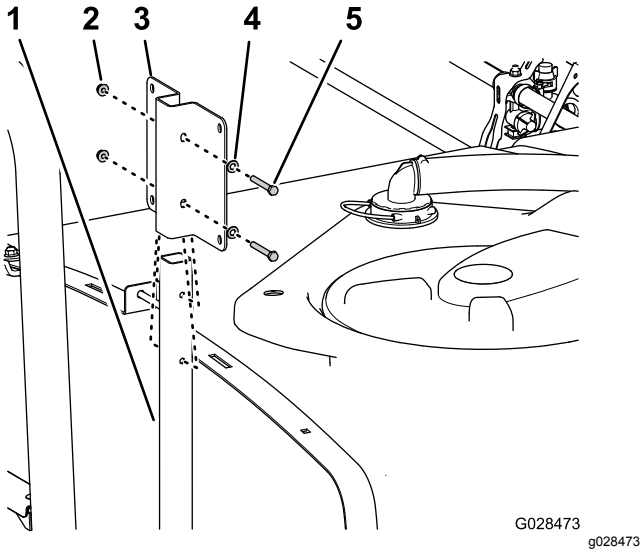

Figur 36
1. Rikta in hålen i färskvattentankens fäste med hålen i stödröret (Figur 36).
2. Montera fästet på röret (Figur 36) med två flänsskruvar (5/16 x 2¼ tum), två brickor (5/16 tum), och två flänslåsmuttrar (5/16 tum).